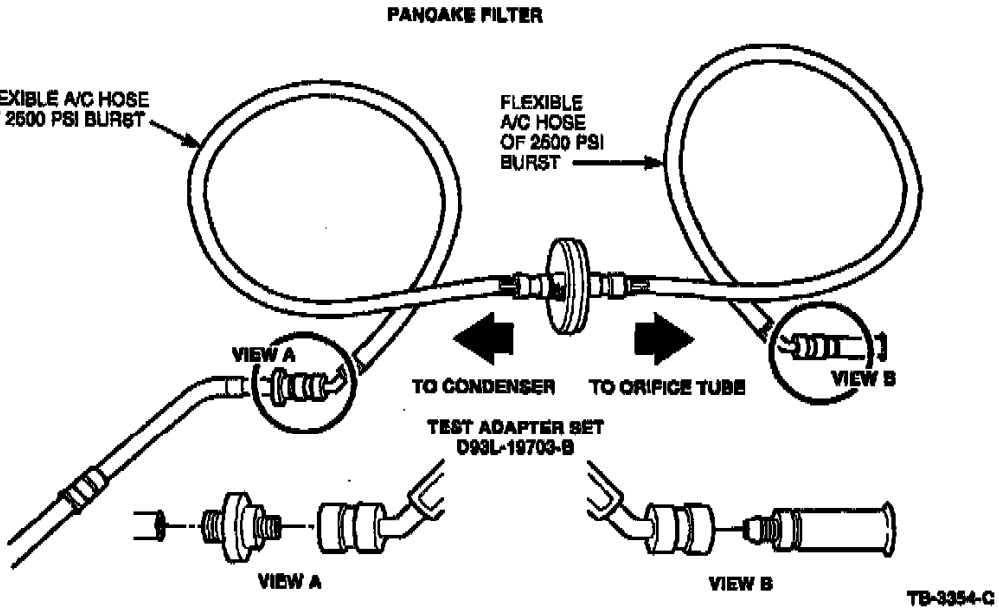

Figure 1
5. Install pancake filter in the liquid line between the condenser and the orifice tube, Figure 1.